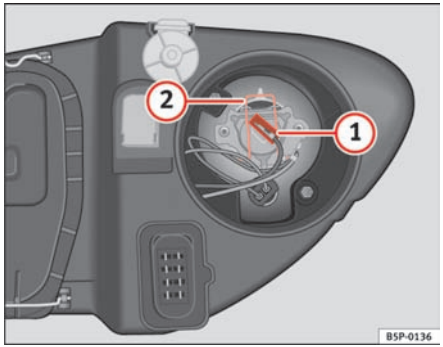

Fig. 168 Main beam headlights
– Remove the connector ⇒ fig. 168 (1) from the bulb.
– Press the spring ⇒ fig. 168 (2) inwards and to the right.